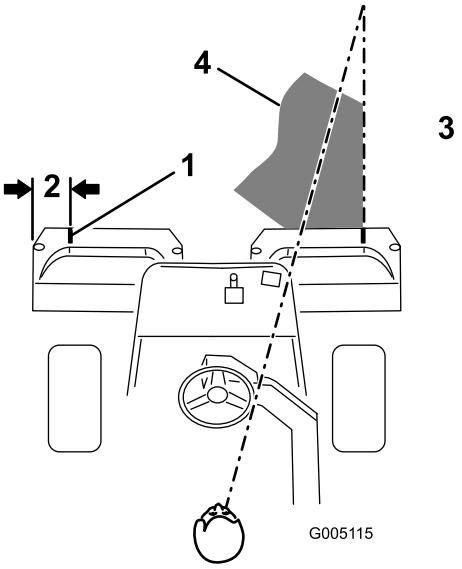
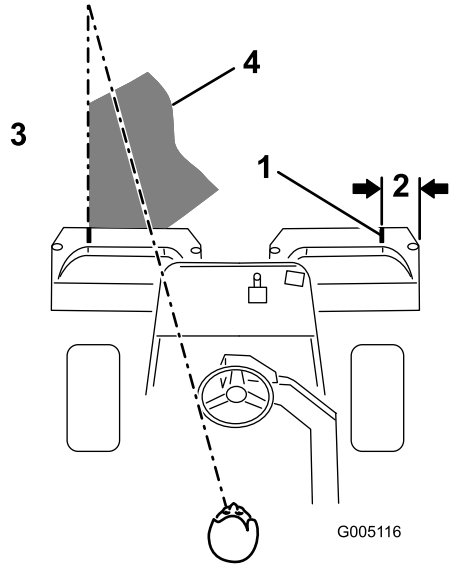

Figur 31
Figur 32
2. Placer enten et stykke hvidt tape, eller tegn en linje på hver enkelt opsamler parallelt med den ydre kant på hver enkelt opsamler (Figur 31).
3. Sørg for at overlappe minimalt med den forudgående klipning ved tilbagekørsler. Skab en imaginær, lige sigtelinje på ca. 1,8-3 m foran maskinen til kanten af den uklippede del af greenen (Figur 31 og Figur 32), som hjælp til at bevare en lige linje på tværs af greenen og for at holde maskinen i en tilsvarende afstand fra kanten af den foregående klipning. Der er nogle, der finder det nyttigt at medtage rattets ydre kant som en del af sigtelinjen, dvs. holde rattets kant på linje med et punkt, der altid holdes i samme afstand fra maskines forende (Figur 31 ogFigur 32).